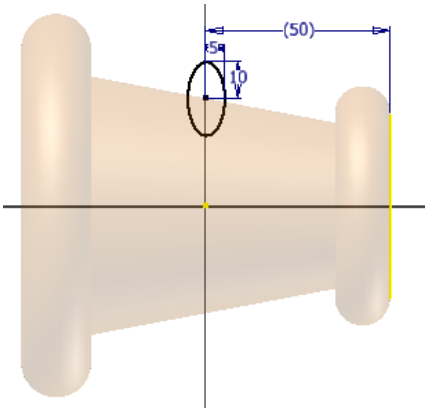

***Figure 18-54*** *Ellipse created on the XY plane*
1. Define a new sketch plane on the XZ plane and then create an ellipse, as shown in Figure 18-54. Note that the center point of the ellipse should be coincident with the edge of the base surface.